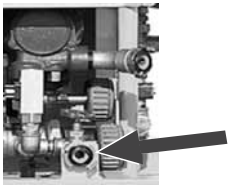

Рис. 23:
- Шланг подачи воды и пистолет для нанесения клея (комплектующие) подключить к крану (рис. 23)
- Шланг с помощью переходника (M35/GEKA) подключить к промывочному крану (см. рис. 23)